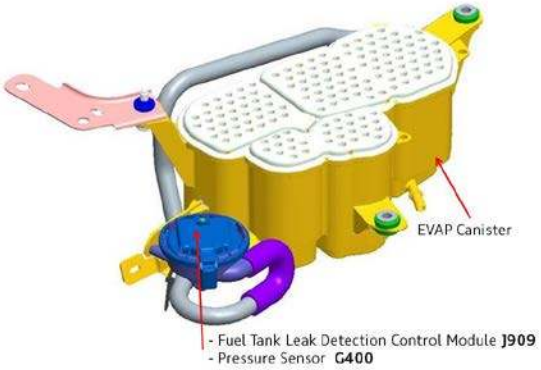

***Figure 3**. Integrated sensor and control module.*
- Integrated fuel tank pressure sensor, G400, and fuel tank leak detection control module, J909 (Figure 3).